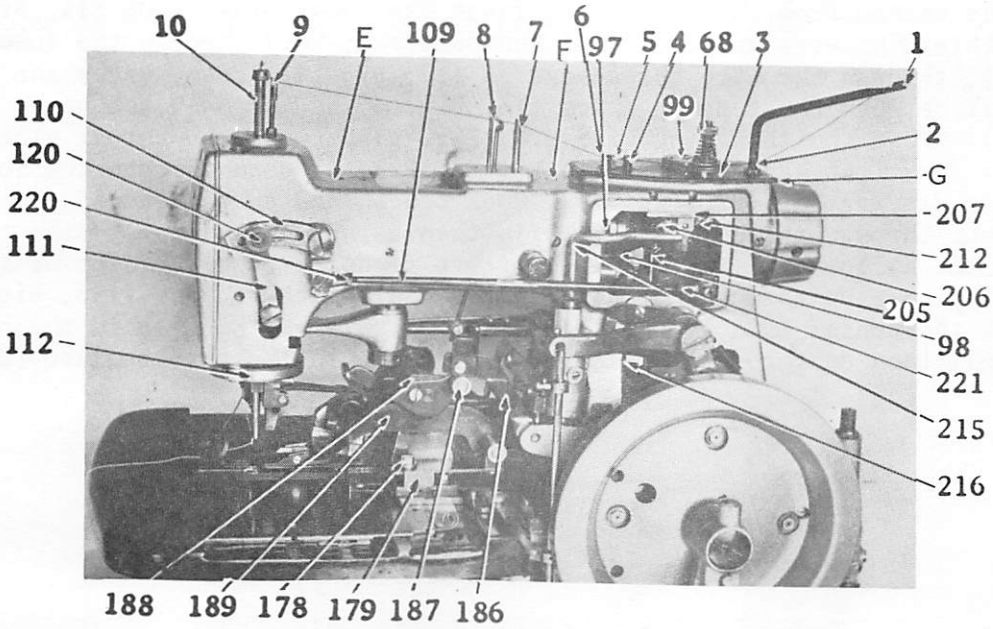

Fig. 3 Threading the Needle
(See Fig. 3)
The tension on the needle thread is regulated by the tension regulating thumb nut (68, Fig. 3). The tension on the needle thread should be sufficiently heavy to set the purl of the buttonhole on the underside of the work.
If a coarser stitch is desired for the eye end of the buttonhole, it can be obtained by increasing the eccentricity of the eccentric (97, Fig. 3) on the end of arm shaft gear. To increase the eccentricity, loosen the lock screw with a washer located opposite to the adjusting screw (98, Fig. 3), then turn the adjusting screw (98) counterclockwise. To decrease the eccentricity, turn the adjusting screw (98) clockwise. After adjusting the eccentric (97) as required, securely tighten the lock screw.